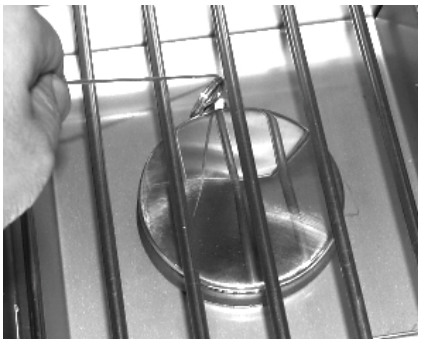

Fig. 28-2 **- Éclairage manuel**
2. Insérez un allumeur brûlant de butane de long-baril, une allumette brûlante de long-tige, ou une allumette brûlante tenue par un support de prolongation de fil par la grille à cuire s'ouvrant au brûleur (fig. 28-2). Tenez la flamme contre le bord du brûleur.
4. Si le brûleur ne se allume pas dans les cinq (5) secondes de tourner le bouton de commande, enfoncez immédiatement le bouton et tournez la valve à AU LOIN. ATTENDEZ CINQ (5) MINUTES avant de répéter les étapes 2 à 4 des instructions manuelles d'éclairage.